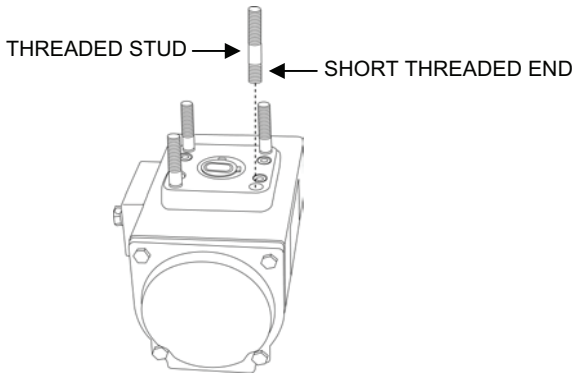

Figure 9. Limit Stop Threaded Stud Installation.
d. Screw the short threaded end of the 4 threaded studs into the base of the actuator (see Figure 9).